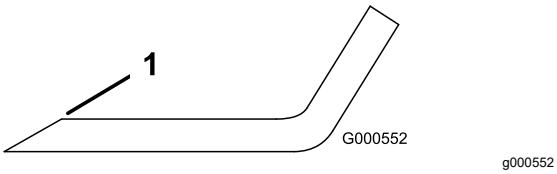

**Figur 34**
1. Bruk en fil til å slipe eggen i begge ender av kniven (Figur 34).
**Merk:** Hvis kniven ikke er i balanse, filer du bort litt av metallet på enden av vingeområdet (Figur 34).